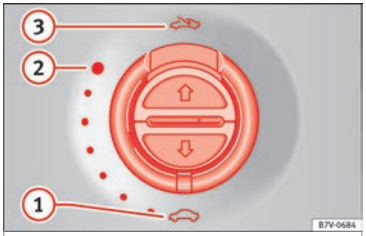

Fig. 57 On the interior roof lining: use the rotary button for opening and closing
››› Fig. 57
- The switch ››› **Fig. 57** should be in the "closed" position (A).